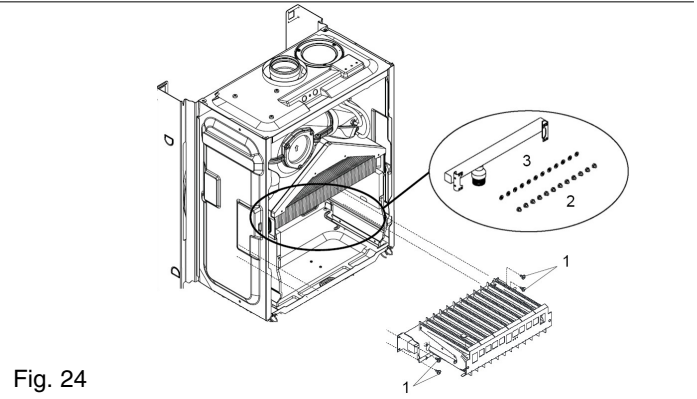

Fig. 24
FIG. 24: locate and remove the four screws which secure the burner in position (1), gently ease the burner out of its location. Once the burner has been removed, the electrode retaining screw can be can be removed. Locate the burner injectors (2) and remove (if necessary). Replace in the reverse order.